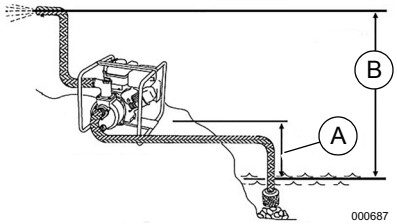

Figure 3-2. Puissance utile de la pompe
Voir la ***Figure 3-2***. La puissance utile de la pompe variera selon le type, la longueur et la taille des tuyaux d'aspiration et d'évacuation. La hauteur d'aspiration correspond à la distance (A) qui sépare l'eau et l'orifice d'aspiration. La hauteur de pompage, c'est-à-dire la hauteur manométrique, correspond à la distance (B) qui sépare l'eau et l'orifice d'évacuation. Plus la hauteur manométrique augmente, plus la puissance utile de la pompe diminue. La capacité d'évacuation est supérieure à la capacité d'aspiration, alors il est important de maintenir une hauteur d'aspiration inférieure à la hauteur manométrique. Il est possible de réduire le temps requis pour aspirer de l'eau dans la pompe (temps d'amorçage) en diminuant la hauteur d'aspiration.